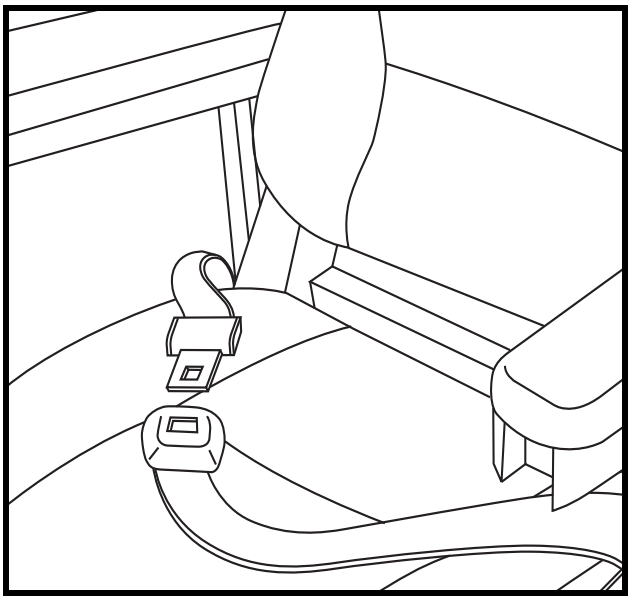

**Figuur 20. Veiligheidsgordel**
2. Plaats de stoel ondersteboven zodat u de onderzijde vanuw stoel kunt zien. **Zie figuur 20**.
1. Stop het metalen uiteinde van de ene zijde van deveiligheidsriem in de plastic behuizing van de andere zijdevan de veiligheidsriem totdat u een “klik” hoort. **Zie figuur 20**.